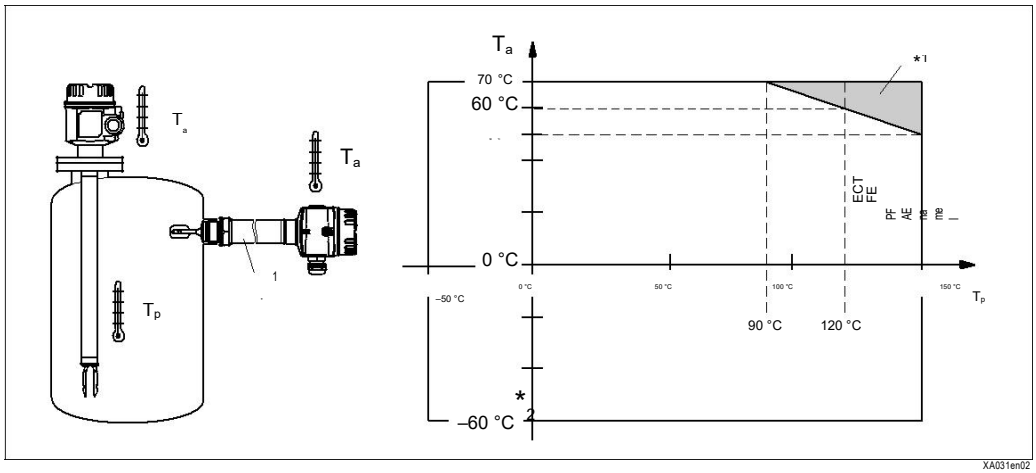
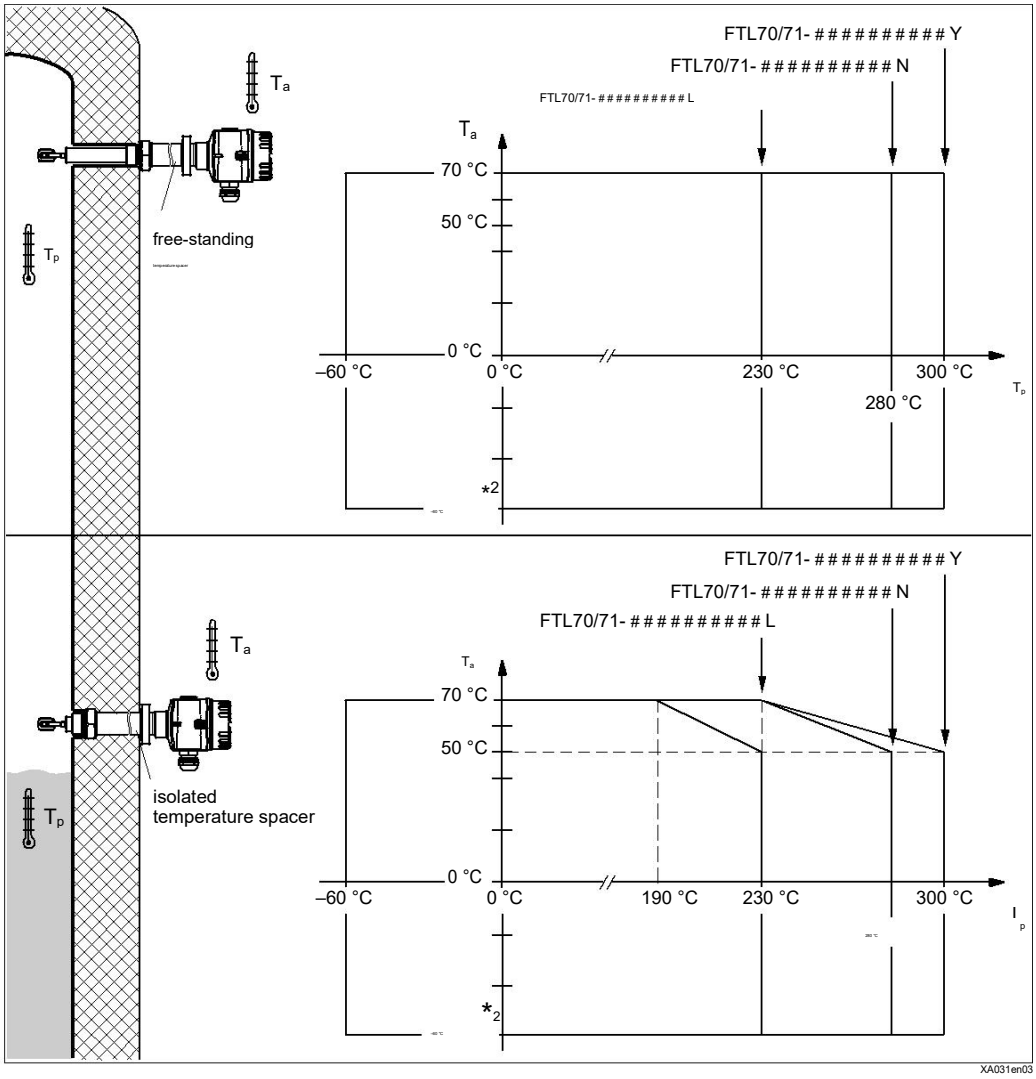

Fig. 2
Fig. 3
- The relationship between the permitted ambient temperature for the electronics housing, dependent on the range of application, and the temperature classes is shown in Fig. 2 and Fig. 3.
- Permitted ambient temperature range at the electronics housing: –60 °C ≤ Ta ≤ +70 °C. Restrictions for covers with glass window: –50 °C ≤ Ta ≤ +70 °C. Observe the information in Fig. 2 and Fig. 3.